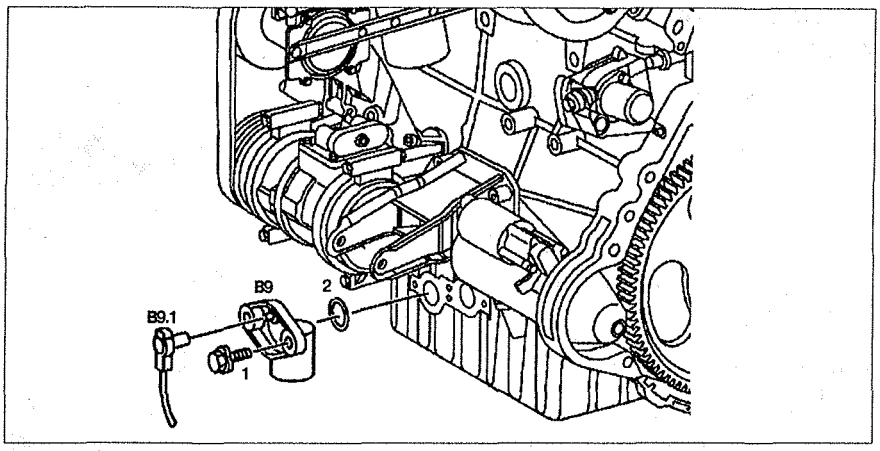

Рис. 2.94. Датчик уровня масла:
3. Отсоедините разъем проводки **B9.1** от датчика уровня масла (см.рис. 2.94).